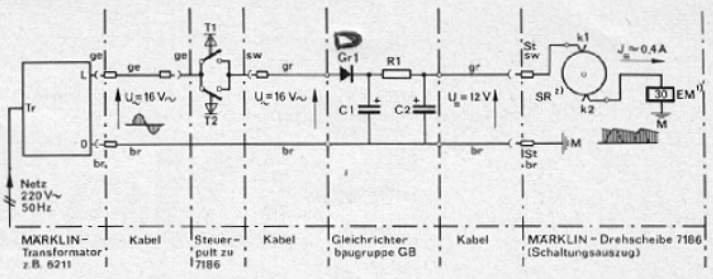

Abb. 1 Schaltung mit Gleichrichterbaugruppe, die zwischen Stellpult und Drehscheibe liegt
¹) und ²) wie in Abb. 1
2. Gleichrichterbaugruppe GB (Abb. 1 . . . 2)